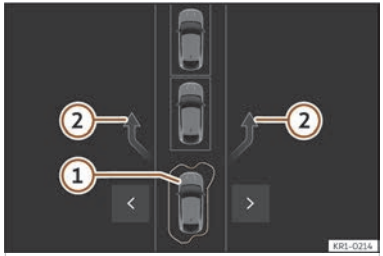

Fig. 143 On the infotainment system display: leaving a parallel parking space.
- Switch on the corresponding indicator, press the arrow for the side of the roadway to exit the space ››› **Fig. 143** ② and release the brake. The manoeuvre will start immediately.